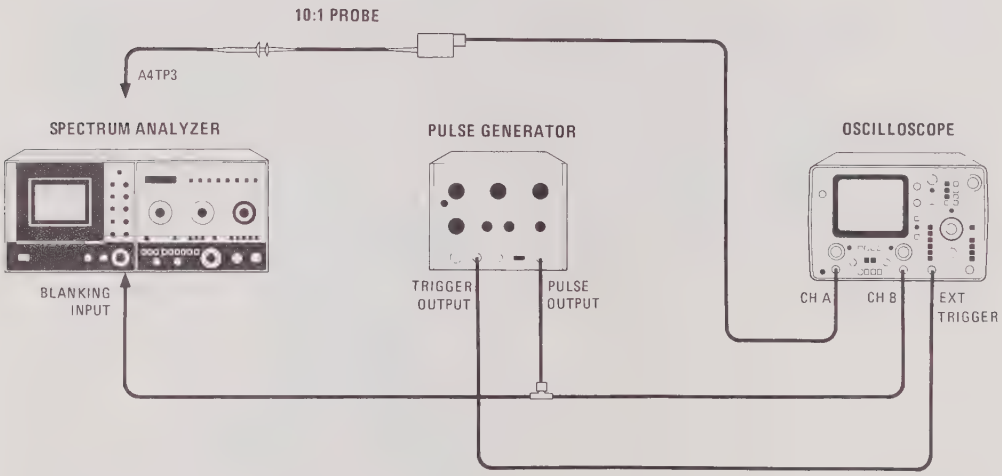
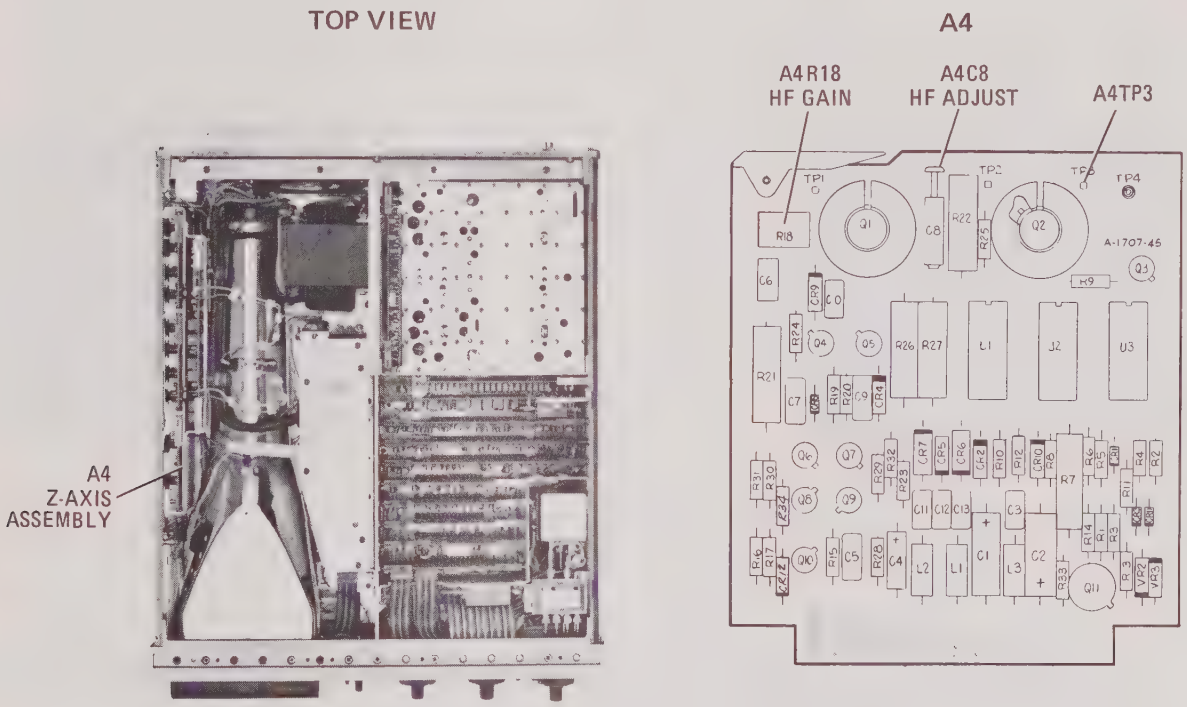
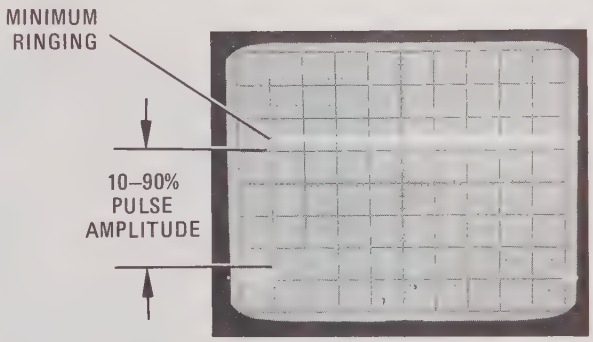

Figure 5-8. Z-Axis Gate Adjustment Test Setup
Figure 5-9. Z-Axis Gate Adjustment Locations
Figure 5-11. Z-Axis Gate Output Oscilloscope Display
a. Set LINE switch OFF, disconnect power cord, and remove 8565A top cover. Connect equipment as shown in Figure 5-8. Adjustment locations are shown in Figure 5-9.
f. Connect oscilloscope (Channel A) to A4TP3 GATE OUT (Figure 5-9).
g. Set oscilloscope controls for a Channel A display as shown in Figure 5-11.
h. Adjust A4C8 HF ADJUST and A4R18 HF GAIN (Figure 5-9) for an oscilloscope display with fastest rise time and minimum ringing (Figure 5-11). Check rise time between 10% and 90% of pulse amplitude. Rise time should be less than or equal to 50 nanoseconds.
If a photography exposure meter is not available, use an oscilloscope camera (i.e. HP 197A). Set f stop to f16, shutter speed to 1 second, and turn off flash. Adjust A1A2R11 SCALE adjustment so a photograph taken with the camera has approximately the same background brightness as photograph in Figure 5-11. A clockwise adjustment of A1A2R11 decreases background brightness.